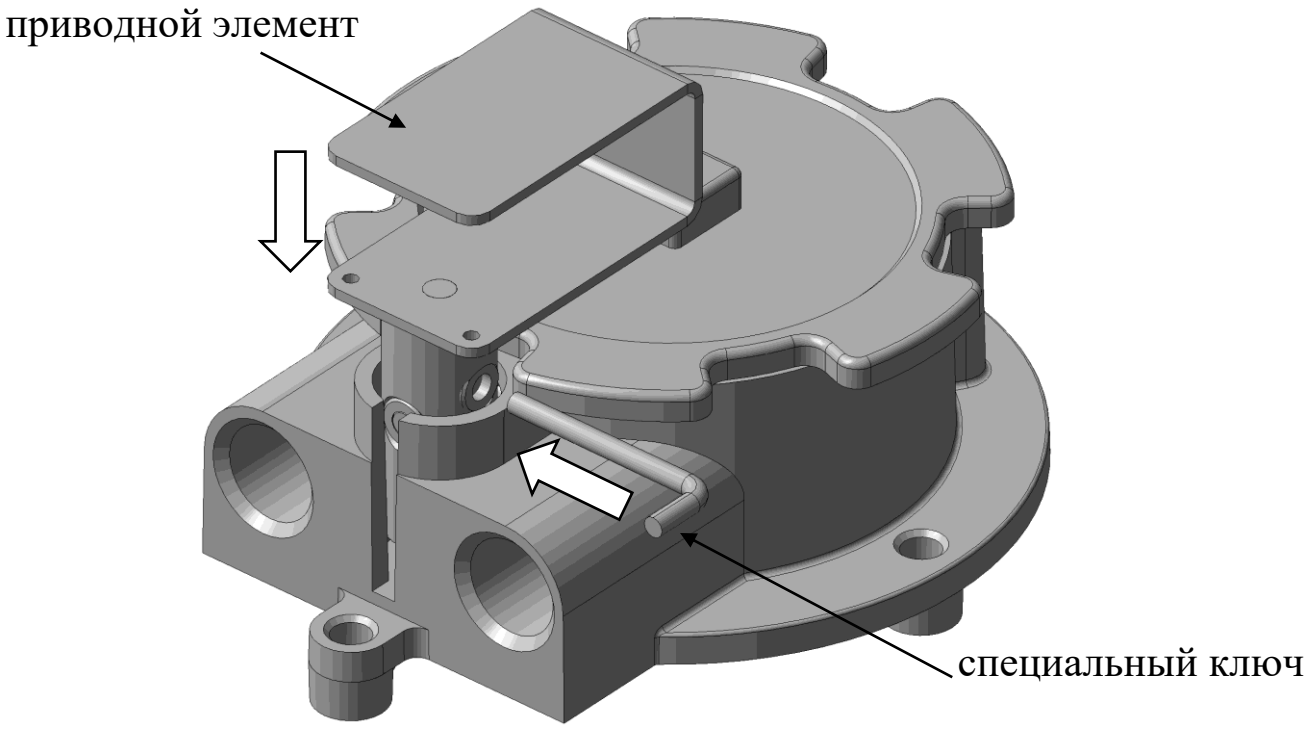

Рис. 2
1. В отверстие справа приводного элемента вставить специальный ключ и повернуть по часовой стрелке на 90°, рис.2;
2. Вставить приводной элемент до упора, рис.2 и вытащить специальный ключ.